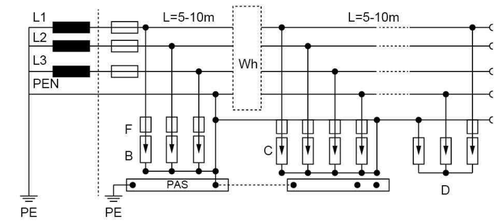
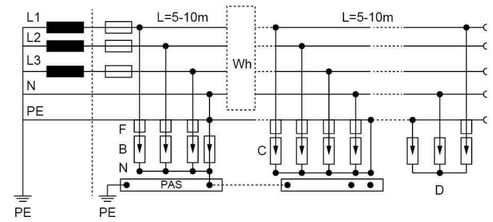
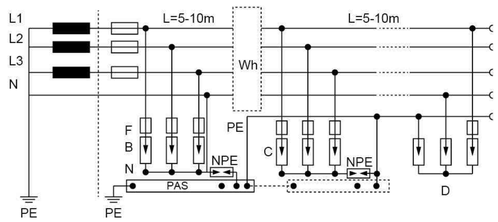
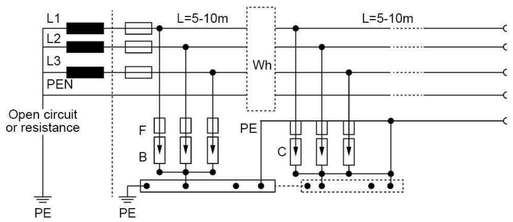

Figure 3
Figure 4
Figure 5
Figure 6
- See Figure 3, Figure 4, Figure 5 and Figure 6 for wiring diagram of low voltage system.